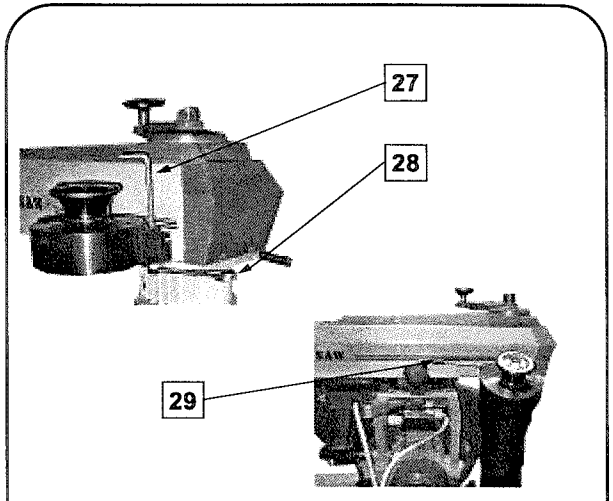

Fig. 18
24. Portare il gruppo operante in posizione di riposo (gruppo a fine corsa verso la colonna portante) e collegare l'occhiello terminale della molla di ritorno al gancio predisposto (**29**) sul gruppo operante. Fig. 18.